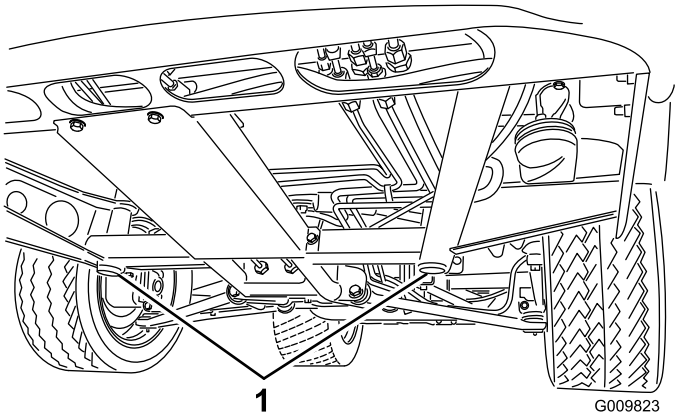
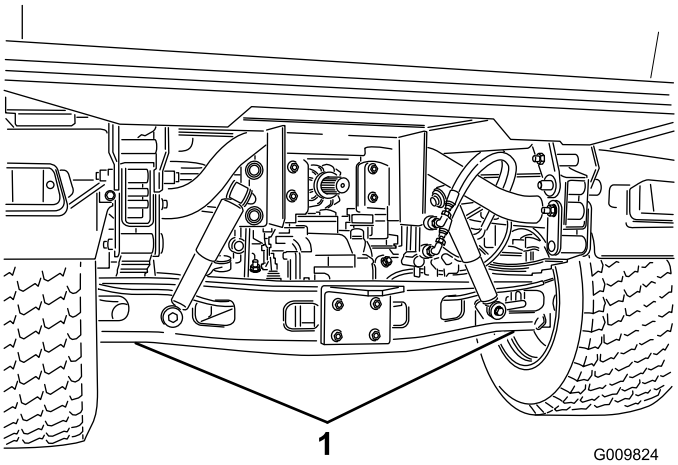

Figur 45
Figur 46
- Donkraftpunktet foran på maskinen er under stelstøtten midtpå foran (Figur 45). Bagest på maskinen findes donkraftpunktet under akslen (Figur 46).